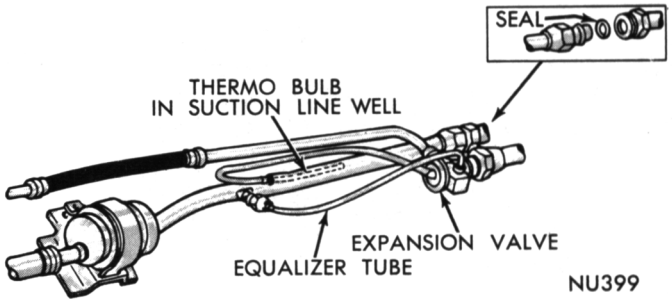

Fig. 65—Expansion Valve Details—Typical
(1) Disconnect equalizer from suction line fitting (Fig. 65).
(2) Disconnect expansion valve from liquid line and evaporator. Use two wrenches to loosen each of these connections.
(3) Carefully pull out capillary sensing tube from suction line well.
(4) Remove rubber seal from the capillary sensing tube. Inspect condition of inlet screen.